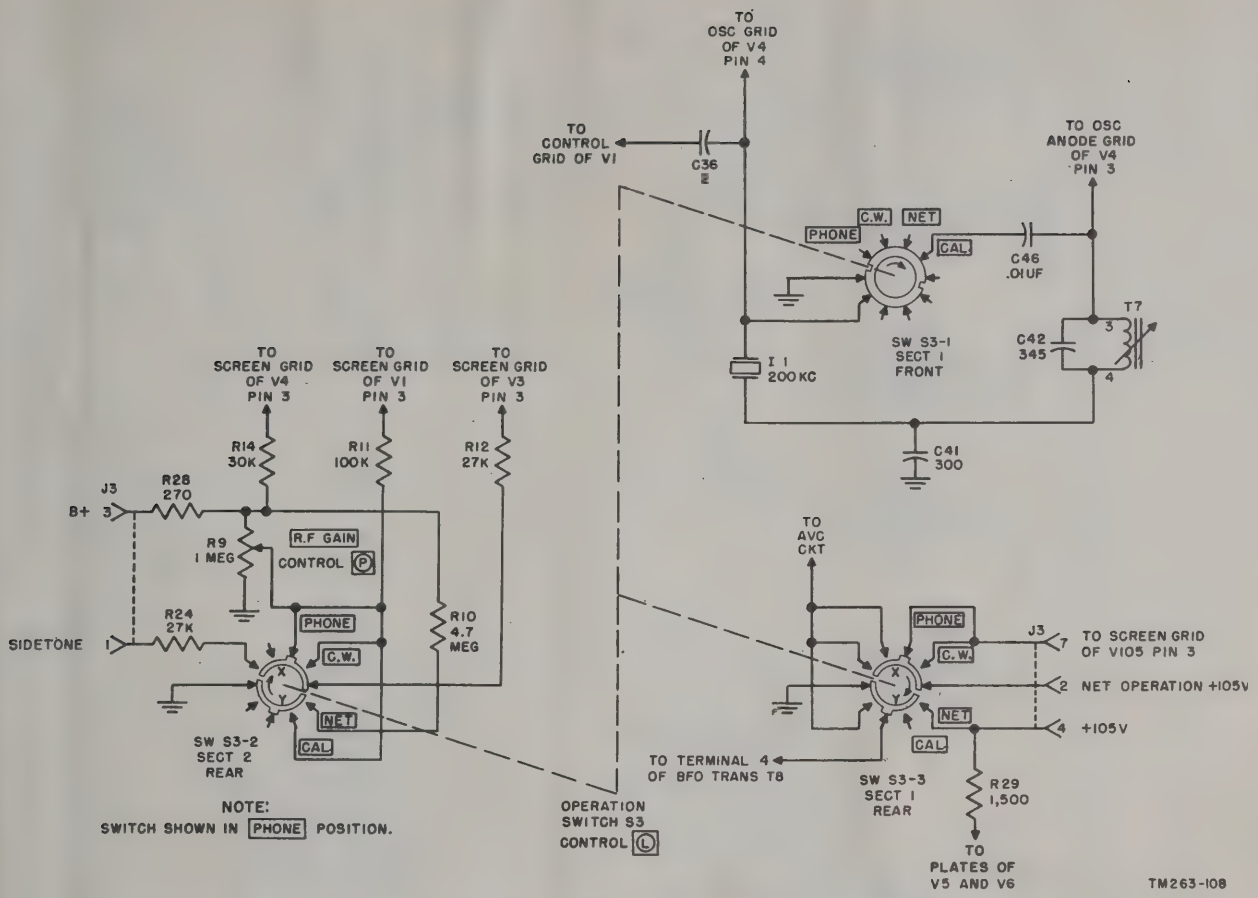

Figure 65. Operation switch S3, simplified schematic diagram.
a. Two if. amplifier stages are used: the first stage, V3, uses tube type 1L4, and the second stage, V4, uses tube type 1R5. The primaries and secondaries of if. transformers T4, T5, and T6 are shunted by capacitors C31 and C32, C37 and C38, and C44 and C45, respectively. These capacitors, combined with adjustable powdered iron cores inserted in the primary and secondary coils, tune the transformers to 456 kc. The 456-kc signal from the plate of V2 is applied to the primary of T4, appears in the secondary by induction, and is applied to the control grid, pin 6, of V3. Capacitor C35 acts as an rf bypass for the screen grid of V3. Capacitor C35 acts as an rf bypass for the screen grid of V3. Capacitor C46 is the screen grid bypass for V4 in all positions except the CAL. position of operation switch S3 (par. 95). Resistor R14 is the screen-dropping resistor for V4. The avc voltage supplies bias to V3 through the secondary of T4. Capacitor C33 is used as a filter capacitor for the avc as well as completing the rf path from the low side of the secondary of T4 to ground. Capacitor C40 is a bypass capacitor for the B+ supply line. The gain of V3 is controlled manually by potentiometer R9, R.F. GAIN, control Ⓟ, which varies the voltage supplied to the screen grid. During net operation only, the gain control is removed from the circuit and R10, a large fixed resistor (fig. 65) is substituted in its place. Refer to paragraph 95 for the description of this switching circuit.
When operation switch S3–1 (fig. 65) is in either the PHONE, C.W., or NET position, the oscillator portion is shorted out and the tube acts as a straight if. amplifier. No avc voltage is applied to the control grid of V4. A very small bias exists only between the control grid and the center of the filament element because the low side of the secondary of T5 is connected to filament pin 1 (ground). Plate voltage is fed through rf filter resistor R15, which is bypassed to the filament ground line by filter capacitor C43.
95. Operation Switch S3 (fig. 65)